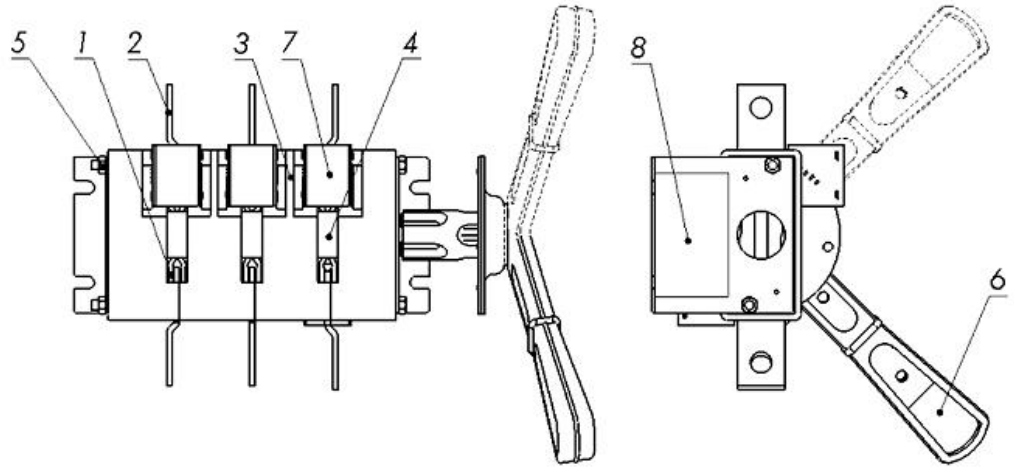

Рис.1 Общий вид трехполюсного выключателя-разъединителя на одно направление со вспомогательными контактами
1.4.1. Основными узлами аппарата (Рис.1) являются подвижные и неподвижные контакты.